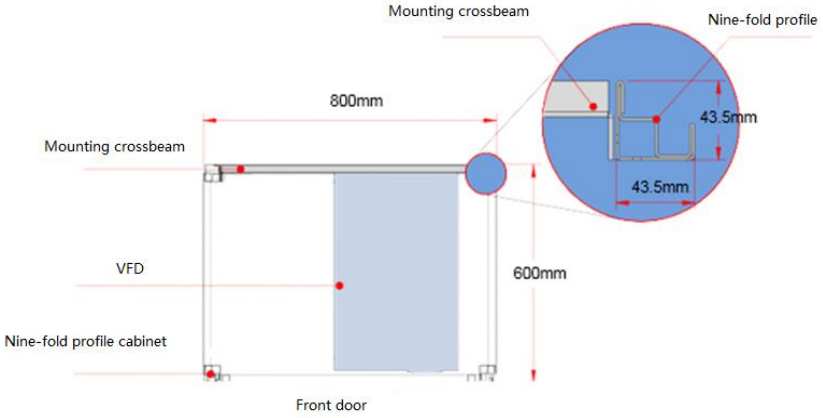

Figure 4-11 Top view of mounting a K320C 280–500kW VFD in a cabinet
1	Mount the crossbeam for VFD fixing in the nine-fold profile cabinet. (See Figure 4-11.)
- The nine-fold profile cabinet (PS cabinet) is recommended. Figure 4-11 shows the enlarged view of the nine-fold profile cross section.